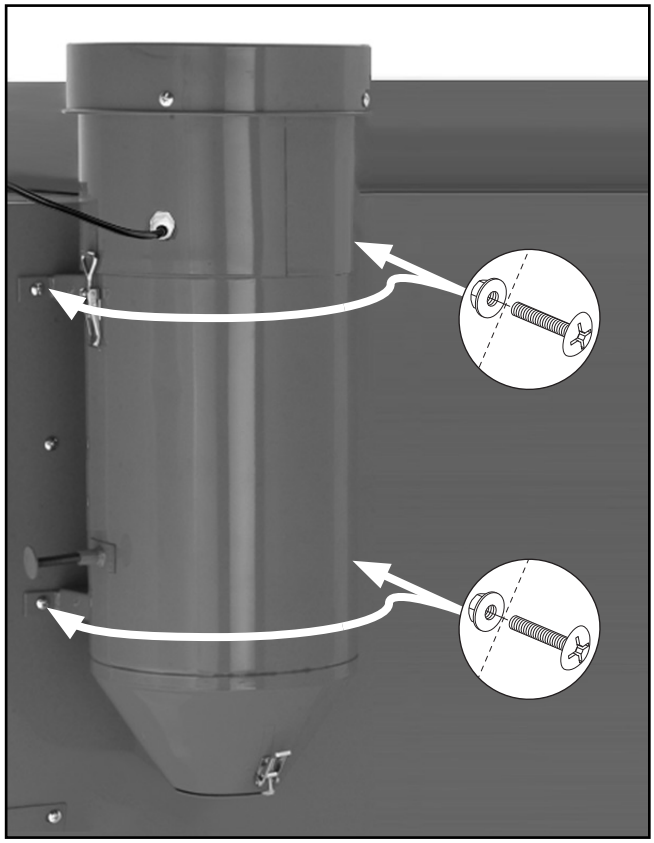

Figure 19. Dust collector installation.
21. Using (4) M6-1 x 12 cabinet screws and M6-1 flange nuts, fasten dust collector to rear of cabinet so suction port protrudes through hole cut into back of cabinet (see **Figure 19**).